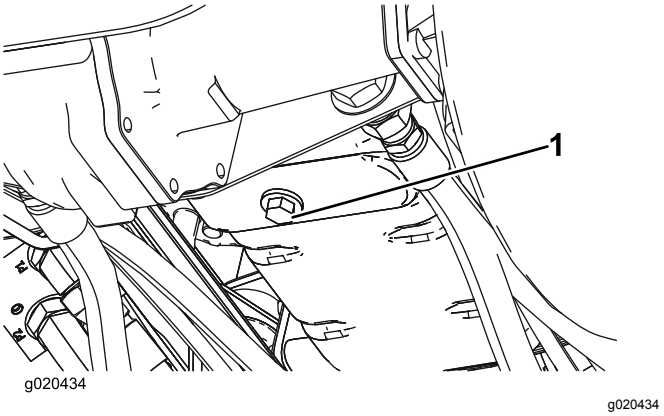

Rysunek 54
1. Odkręć korek spustowy (Rysunek 54) i poczekaj, aż olej ścieknie do naczynia do spuszczania oleju. Zakręć korek, gdy olej przestanie wyciekać.